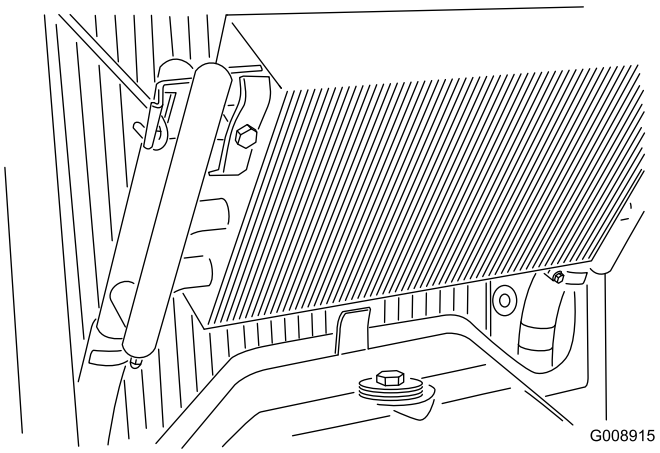

**Figur 53**
3. Lås upp oljekylaren och luta den bakåt (Figur 53). Rengör noga båda sidor av oljekylaren och kylaren med vatten eller tryckluft. Sätt tillbaka oljekylaren på sin plats.